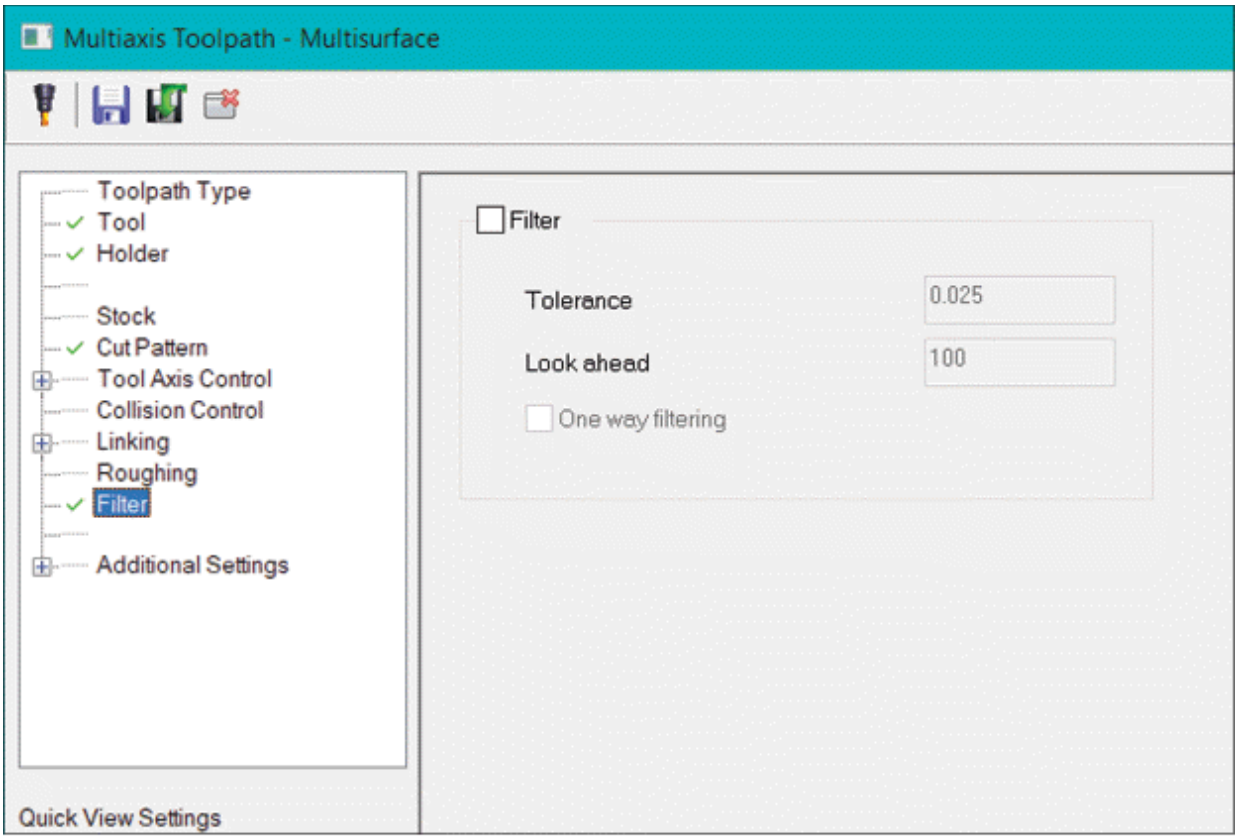

Figure-38. Filter page
- Select the **Filter** option from the left area to define points to be filtered from the toolpath if they are within tolerance range. The **Filter** page will be displayed; refer to Figure-38.